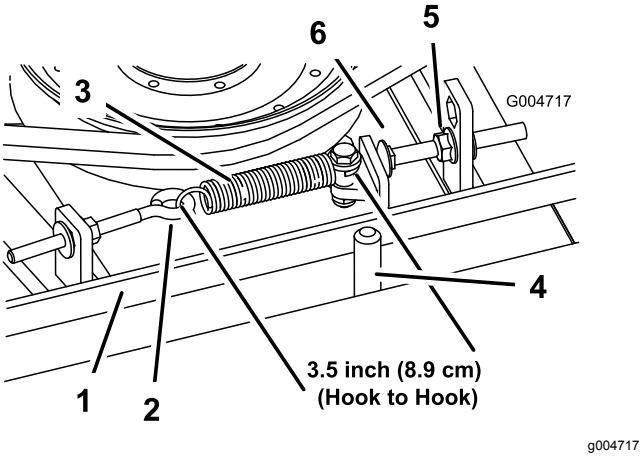

Figur 96
Ved korrekt tilspænding skal det indvendige mål på forlængerfjederen (krog til krog) være ca. 8,9 cm ± 0,63 cm. Når der er opnået korrekt tilspænding, skal stopbolten (bræddebolten) justeres, indtil der er ca. 0,32 cm + 0,152/0,00 cm mellemrum mellem boltens hoved og styrearmen (Figur 96).
Bemærk: Sørg for, at remmen er placeret på fjedersiden af remstyret (Figur 96).
2. Løsn øjebolten, så forlængerfjederen kan fjernes (Figur 96).
3. Løsn den flangemøtrik, som fastholder stopbolten på monteringstappen. Træk møtrikken langt nok tilbage, til at styrearmen kan passere forbi stopbolten (Figur 96). Flyt styreremskiven væk fra remmen for at løsne remspændingen.
8. Sæt forlængerfjederen (Figur 96) på øjebolten igen, og spænd remmen som følger: